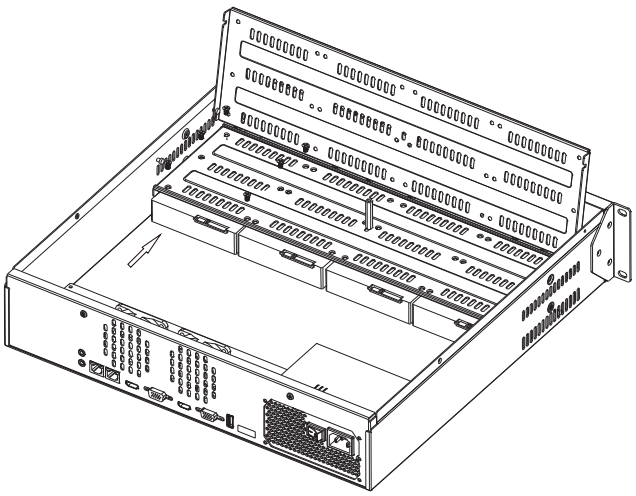
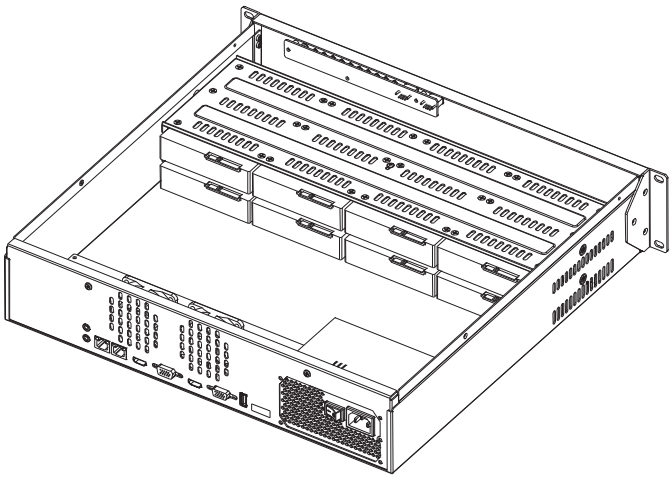

Рисунок 5
Рисунок 6
2) Поместите HDD под нижний кронштейн и закрепите, используя винты (рисунок 5). Опустите верхний кронштейн и закрепите его, закрутив винты на боковых частях корпуса (рисунок 6). Поместите HDD под верхний кронштейн и закрепите, используя винты. Подключите HDD к плате видеорегистратора с помощью комплектных кабелей SATA и электропитания. Установите верхнюю крышку корпуса и закрепите её винтами на задней части корпуса.